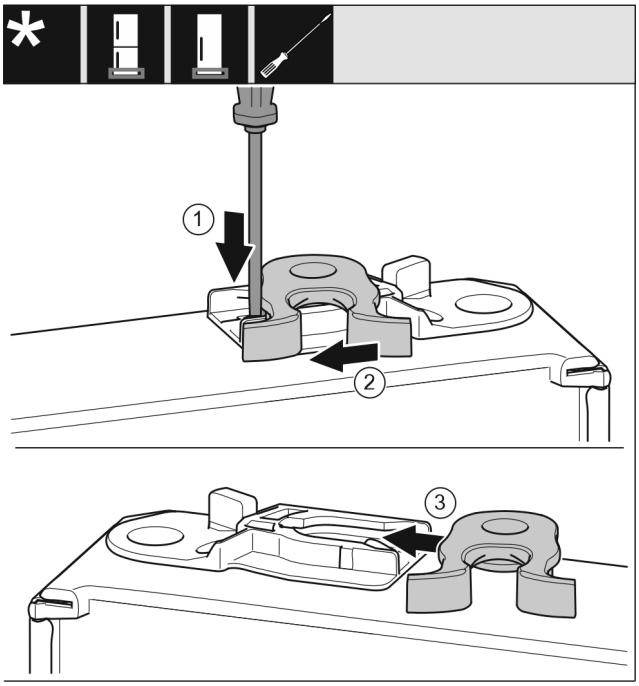

Fig. 19
- ▶ Pousser la languette *Fig. 19 (1)* vers le bas avec un tournevis plat.
- ▶ Retirer la gâche *Fig. 19 (2)* du guide.
- ▶ Pousser la gâche *Fig. 19 (3)* de l'autre côté dans le guide.